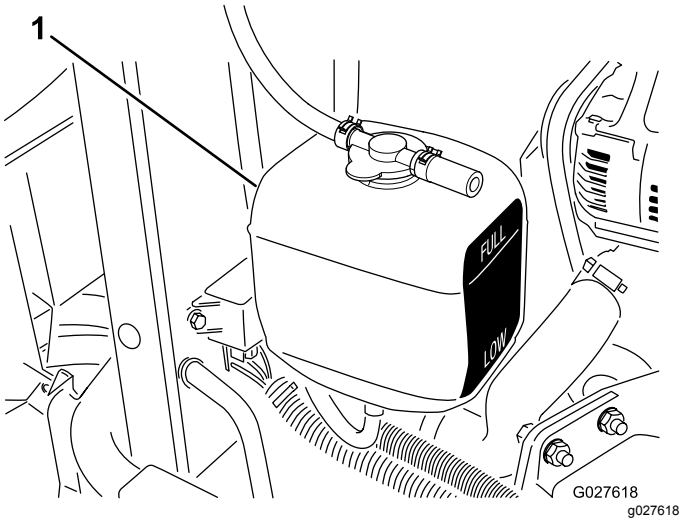

Figur 40
1. Kontroller kjølemiddelnivået i ekspansjonstanken (Figur 40).